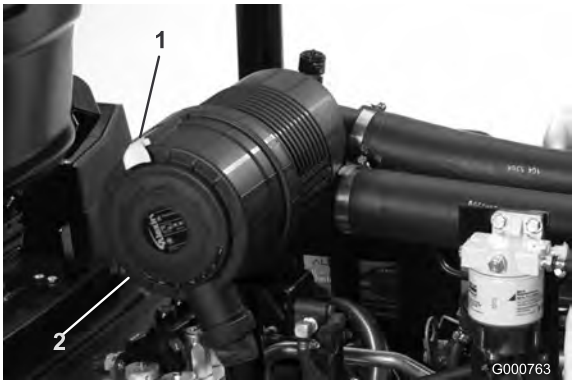

Figura 53
1. Puxe o trinco para fora e rode a cobertura do filtro de ar no sentido contrário ao dos ponteiros do relógio(Figura 53).